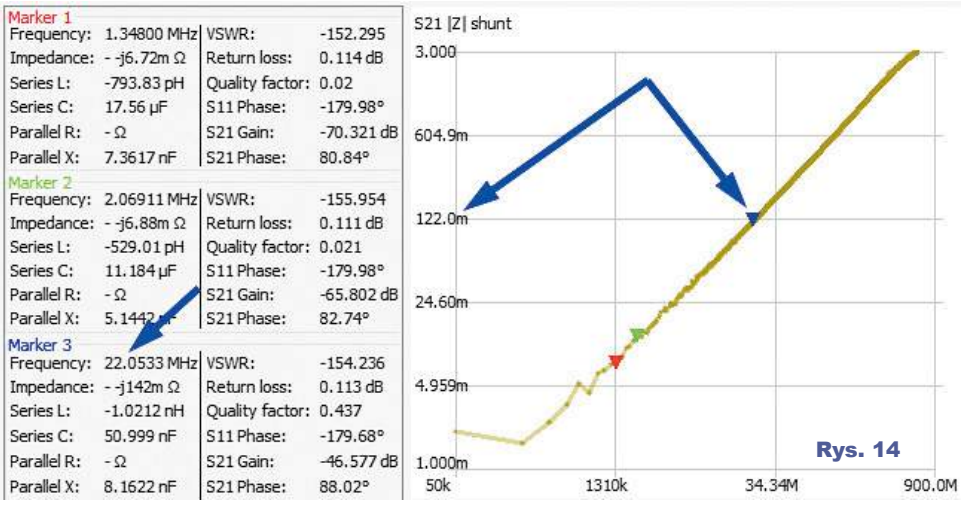

Rys. 14
**Rysunek 14** to zdjęta przeze mnie charakterystyka (minimalnej) impedancji po wlutowaniu w adapter kawałka drutu pokazanego na **fotografii 15**. Wynik uzyskany za pomocą NanoVNA okazuje się niewiele gorszy niż pomiarów z rysunku 12 uzyskanych przy wykorzystaniu kosztownych VNA. Przebieg charakterystyki pokazuje, że przy moim pomiarze nieprzekraczalnym ograniczeniem jest szeregowa indukcyjność 0,88nH (która jak pokazuje niebieski marker, ma reaktancję 122mΩ przy częstotliwości 22MHz). Być może udałoby się trochę poprawić sytuację przez jeszcze staranniejsze skalibrowanie NanoVNA. Do tych ważnych kwestii jeszcze wrócimy.